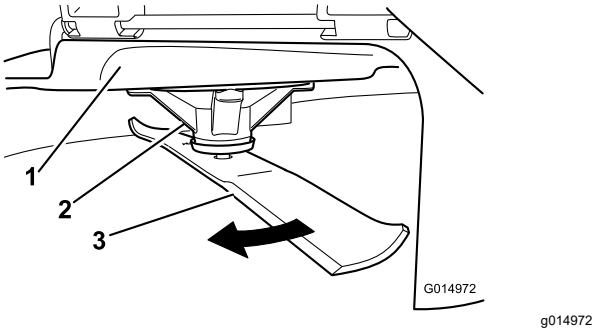

Figure 74
2. Enfilez des gants épais ou utilisez une autre protection adéquate pour les mains, et faites tourner la lame lentement jusqu'à une position permettant de mesurer correctement la distance entre le tranchant et la surface plane sur laquelle se trouve la machine (Figure 74).